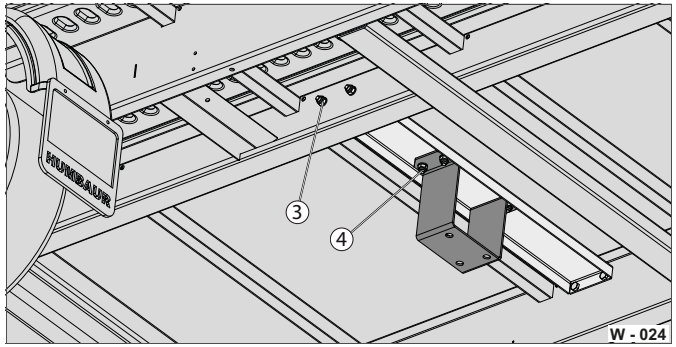

Abb. 24 Upevnění rezervního kola
▶ Překontrolujte pevné usazení šroubových spojů (Abb. 24/3) držáku rezervního kola (Abb. 24/4).